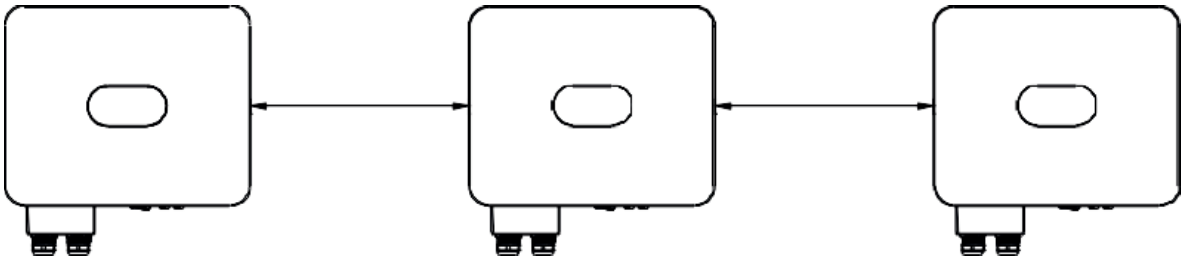

Рис. 4.5 Установка ИБП в ряд
3. При установке нескольких устройств оставляйте определенное расстояние между ними и сверху и снизу от них (см. рис. 4.5), чтобы обеспечить рассеивание тепла.